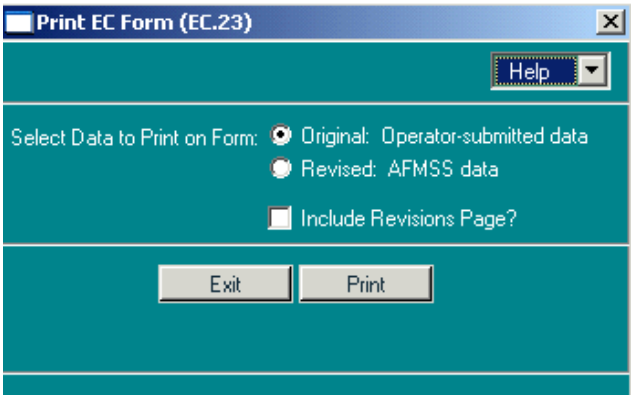

Figure 10-9: Print EC Form (EC.23) Window
22. Click **Print EC Form** to launch the *Print EC Form (EC.23)* window (Figure 10-9). To see the original data as submitted by the operator, select **Original: Operator-submitted data**.